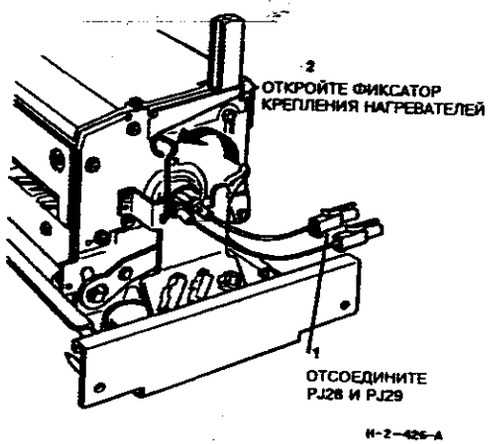

**Рисунок 1. Освобождение передних фиксаторов**
1. (Рисунок 1) Отпустите передние фиксаторы нагревателей.